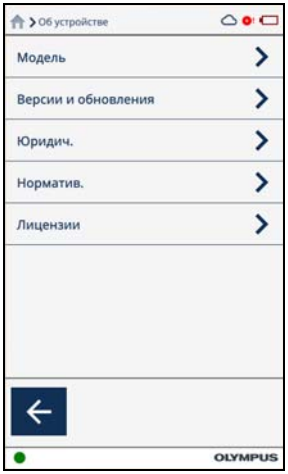

Рис. 4-23 Экран Об устройстве
- Нажмите кнопку **Об устройстве** (i) на **Панели меню** для отображения экрана **Об устройстве** (см. Рис. 4-23 на стр. 134).